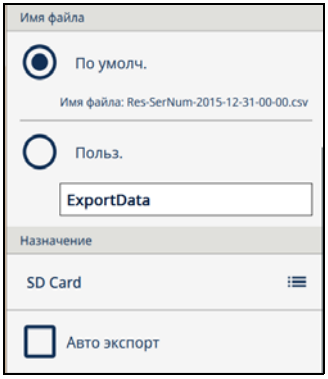

Рис. 2-36 Настройки экспорта — Место назначения экспортируемых данных
1. В зоне **Имя файла** выберите **По умолч.** или **Польз.** (и введите имя файла) [см. Рис. 2-36 на стр. 45].